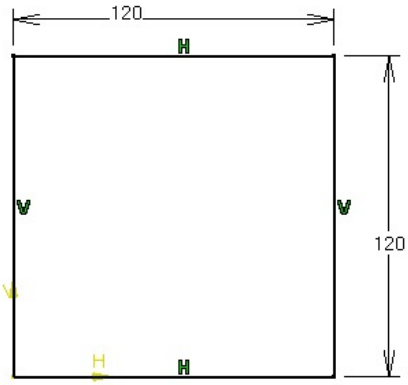
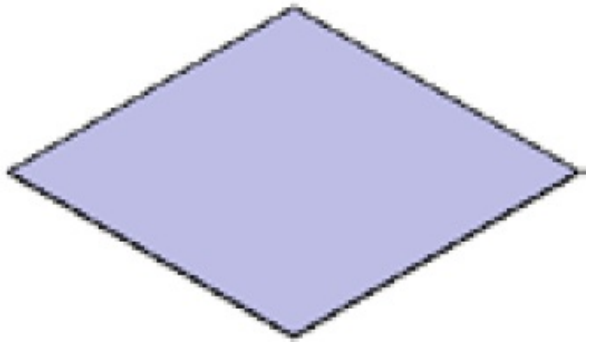

Figure 15-158 *Sketch for the base wall feature*
Figure 15-159 *The base wall feature*
b. Draw the sketch of the base feature and convert it into a base wall by using the **Wall** tool, refer to Figure 15-158 and Figure 15-159.
2. Draw the sketch of the base wall, as shown in Figure 15-158, and then exit the **Sketcher** workbench.
3. Choose the **OK** button; the base wall is created, as shown in Figure 15-159.